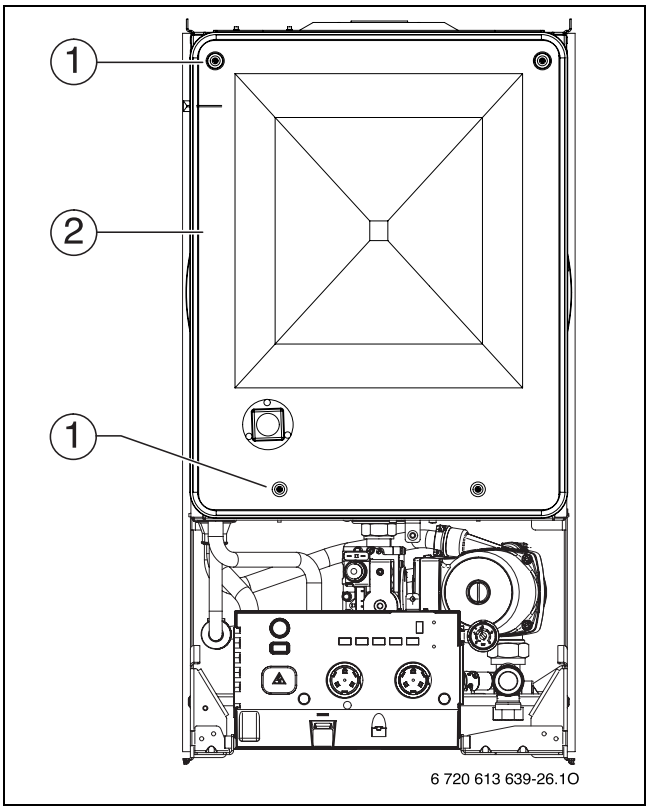

Fig. 36 Aprire la camera d'aria
- Svitare le quattro viti (1) e rimuovere il coperchio della camera stagna (2) (fig. 36).